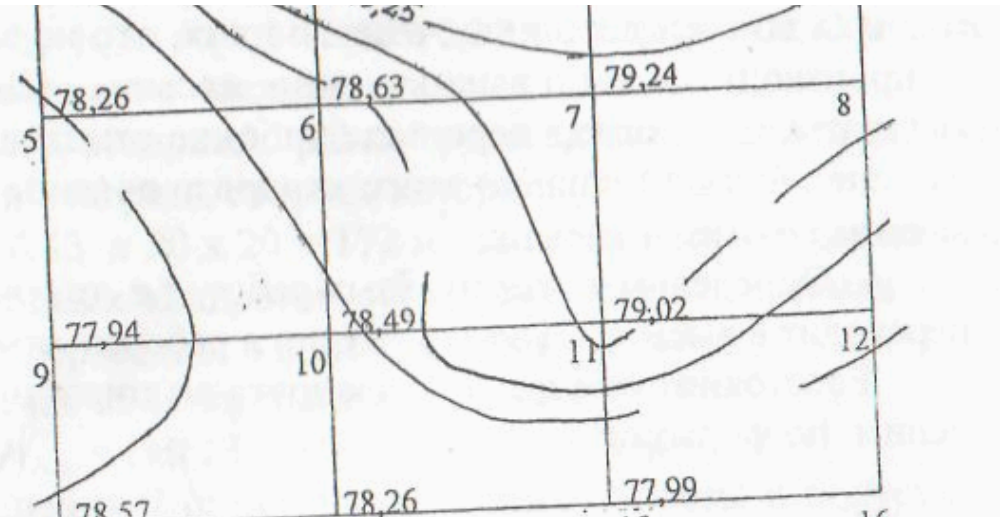

Рис.3 План в горизонталях М 1:500
3. Пользуясь отметками соседних вершин квадратов, на плане провести горизонтали (рис.3) с высотой сечения $h_{сеч}$ =0,25 м. Для этого между вершинами квадратов найти точки, кратные высоте сечения рельефа, и последовательно соединить их плавными кривыми линиями.